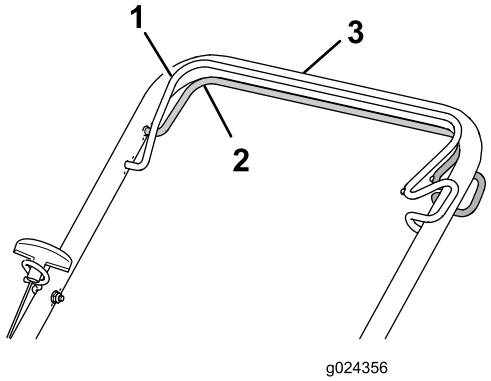

Figure 14
- **Pour engager l'autopropulsion :** Serrez et maintenez la barre d'autopropulsion contre le guidon (Figure 14).